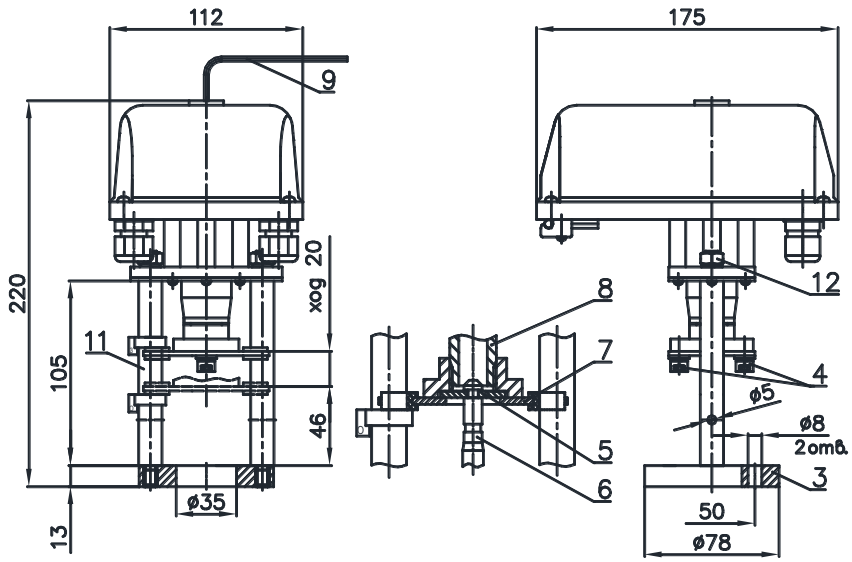

Рисунок 1 - ВЭП-118М
Отключение электродвигателя производится при нагрузке 1,2-1,3 номинального усилия, то есть в крайних положениях штока клапана 6 (рисунок 1) или при заклинивании. Схема защиты исключает дальнейшее исполнение команд в данном направлении. Сброс схемы защиты происходит при подаче команды на движение в противоположном направлении.
Для перемещения регулирующего органа ЭИМ вручную предназначен стандартный шестигранный ключ (5 мм) 9 (рисунок 1), который включается в комплект поставки.
- открутить винты 4 (рисунок 1), снять детали 5 и 7 (рисунок 1);
- вращая ключ 9 приблизить выходной вал электропривода к штоку клапана и присоединить винтами детали 5 и 7 к гайке сборной 8 (рисунок 1);